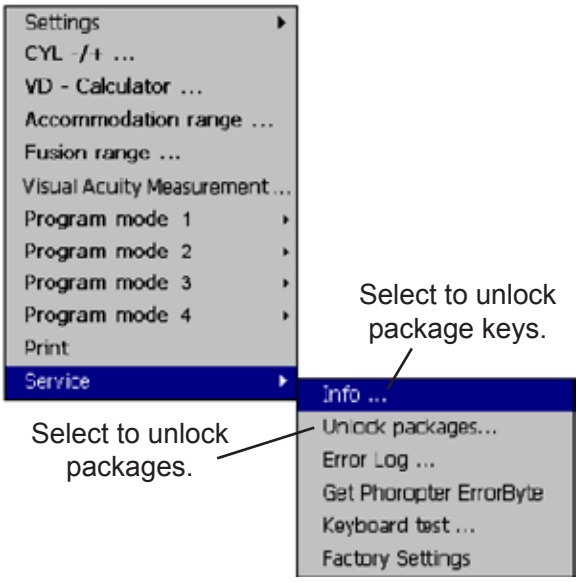

Figure IU-26, System Info
2. Press  and move on to the next scroll down menu. Refer to Figure IU-26.